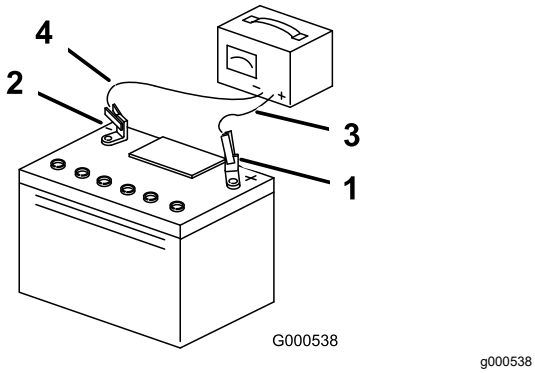

Rysunek 56
3. Gdy akumulator będzie w pełni naładowany, należy odłączyć ładowarkę od gniazdka elektrycznego, a następnie odłączyć przewody ładowarki od biegunów akumulatora (Rysunek 56).